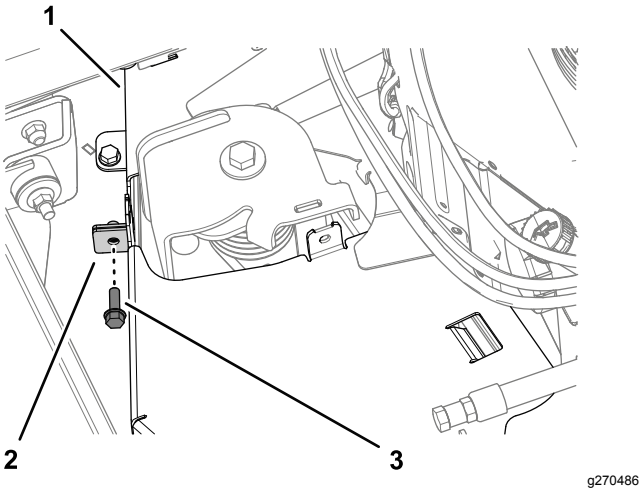

Figure 30
3. Secure the belt cover flanges with the flange-head screw (Figure 30) that you removed in 3 Removing the Left Belt Cover (page 4).